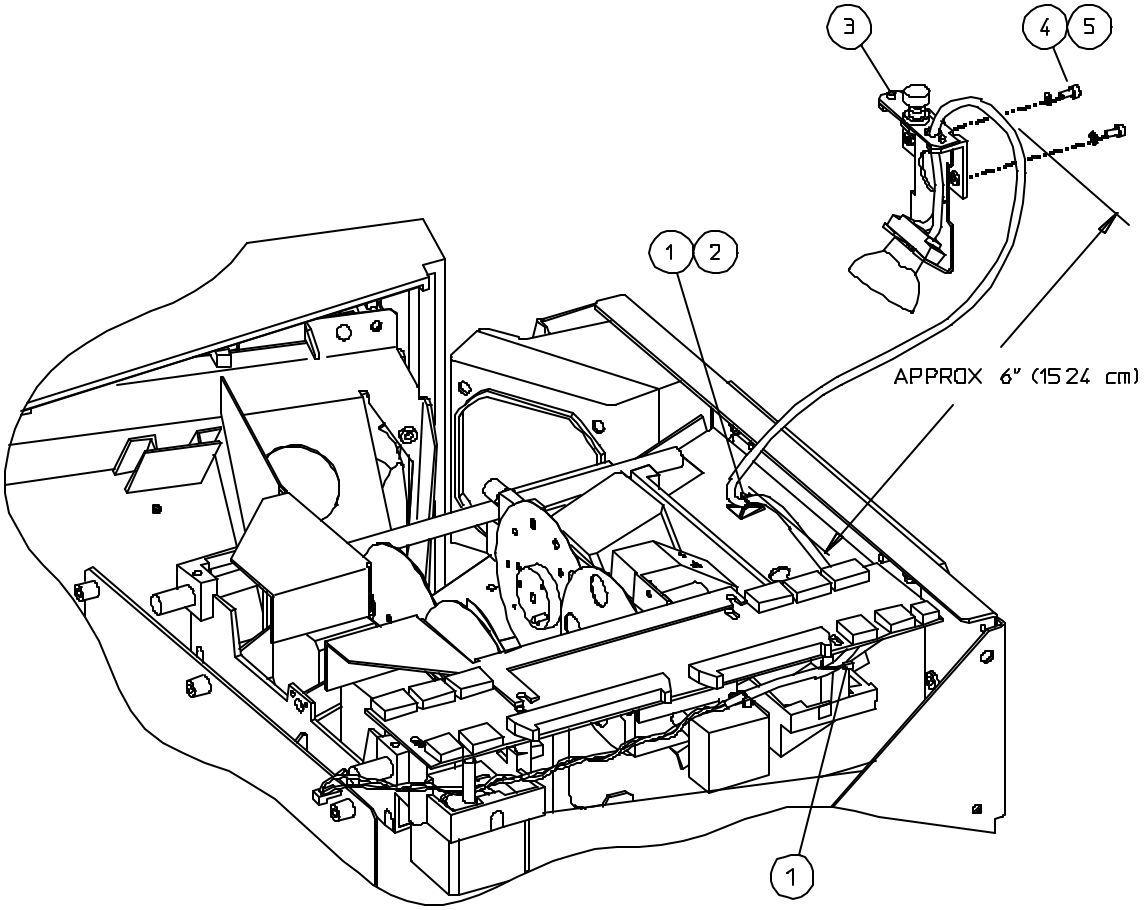

FIGURE 4. Yellow Lamp Assembly
1) To install the Yellow Lamp Assembly, refer to Figure 4. Plug the lamp assembly cable onto connector P4 on the Motor Driver PCB.
3) Attach the tie wrap mount to the spot indicated in Figure 4. Use the two tie wraps provided to attach the Yellow Lamp Assembly cable to the projector assembly as indicated. Make sure that you leave approximately six inches of cable between the tie wrap mount and the Yellow Lamp Assembly.